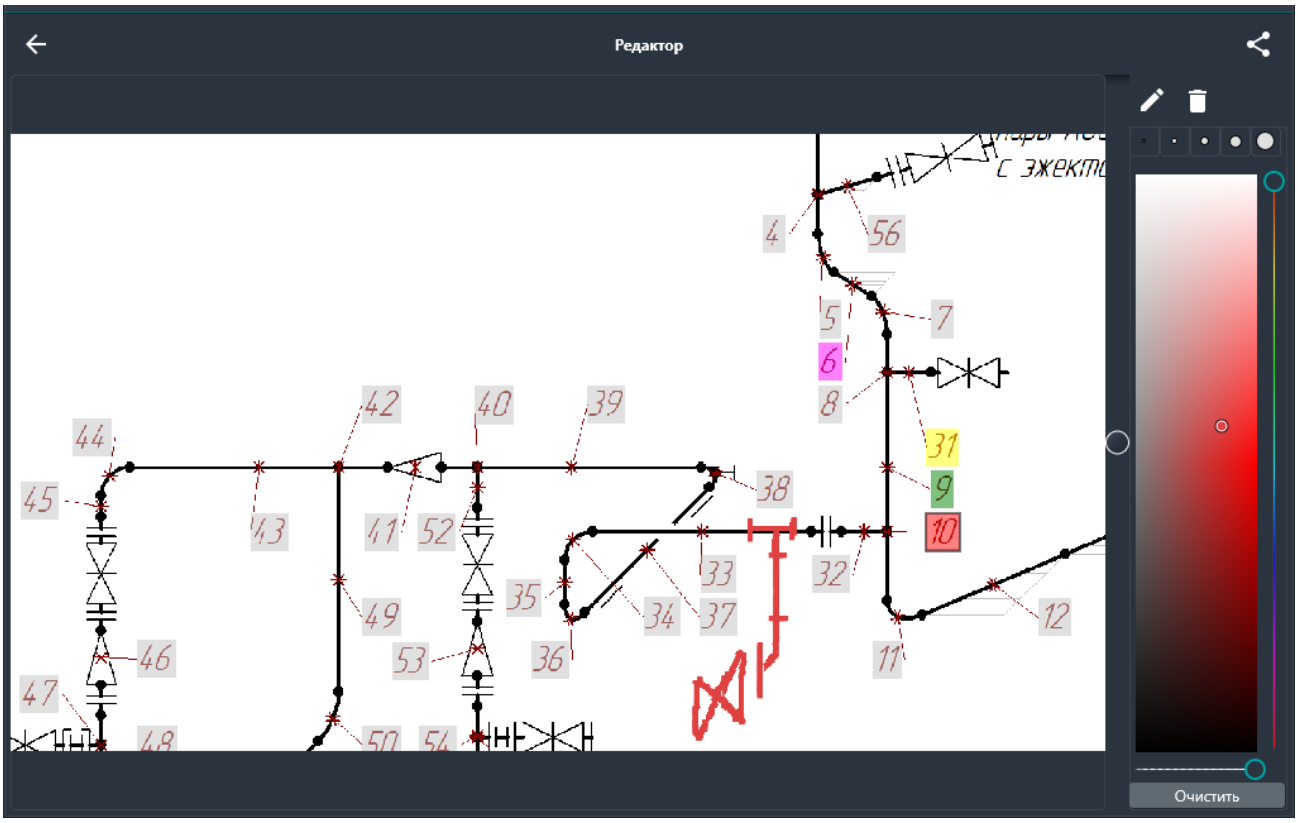

Рис. 4.11 – Графическое изображение с нарисованными пометками
- вручную нарисовать необходимые пометки (рис. 4.11).